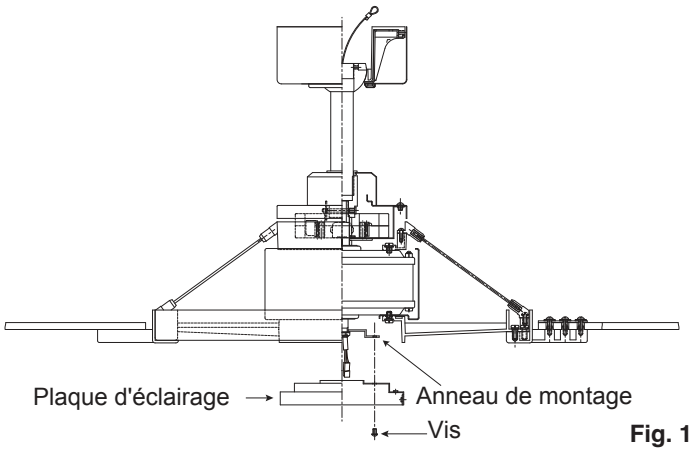

Fig. 16
Étape 1. Desserrez deux vis sur l'anneau de montage fixé à l'axe du moteur et «retirez» et conservez la troisième vis.(Fig. 16)